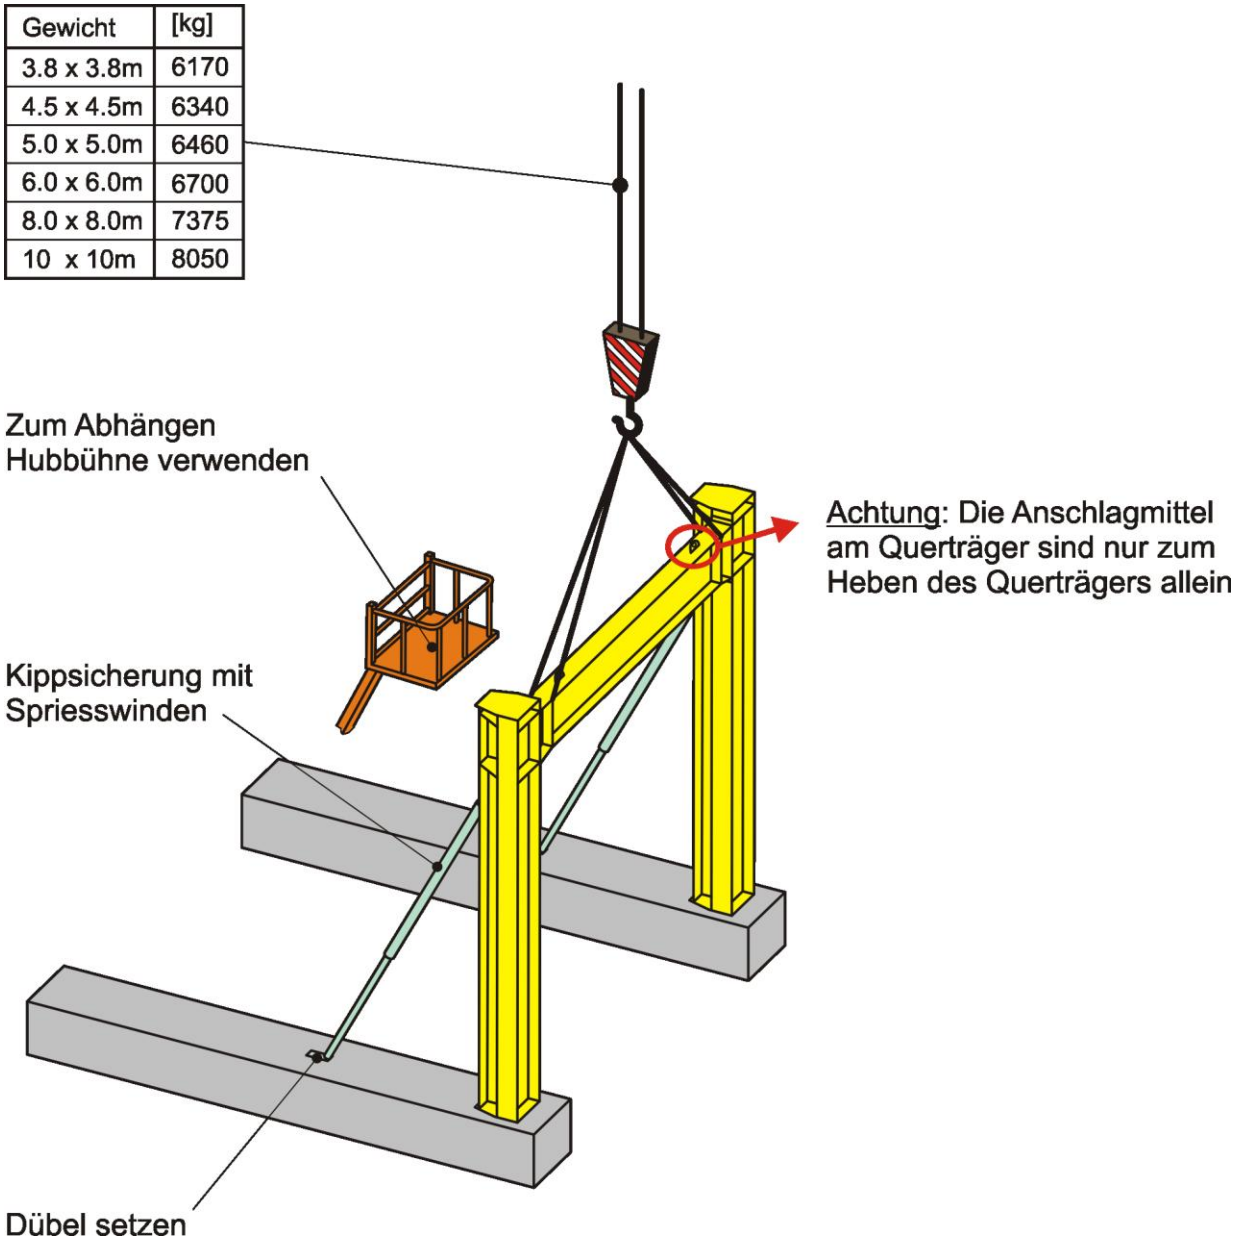

Bild 12: Aufrichten des Joches
2. Schritt: Aufrichten und Positionieren des Joches, Spriesswinde zur Kippsicherung anbringen (Bild 12). Für das Abhängen des Joches vom Autokran, sowie für das Anbringen der Kippsicherung ist die Hubbühne zu verwenden.